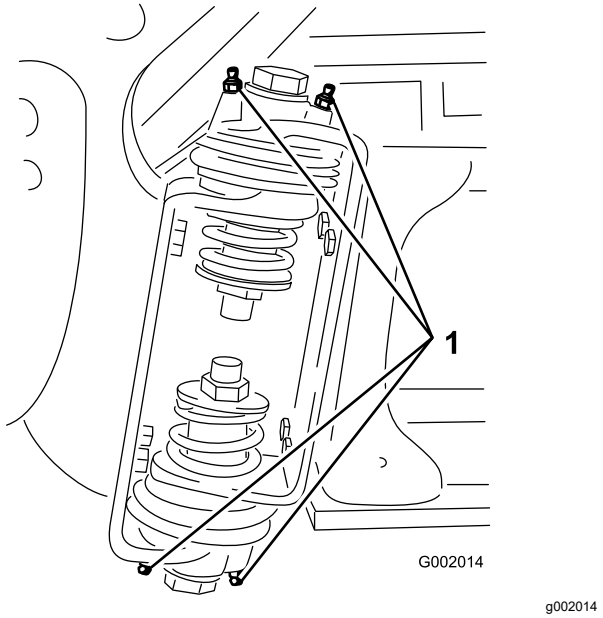

Figur 68
2. Pumpa in fett i lagret eller bussningen vid varje nippel (Figur 68).